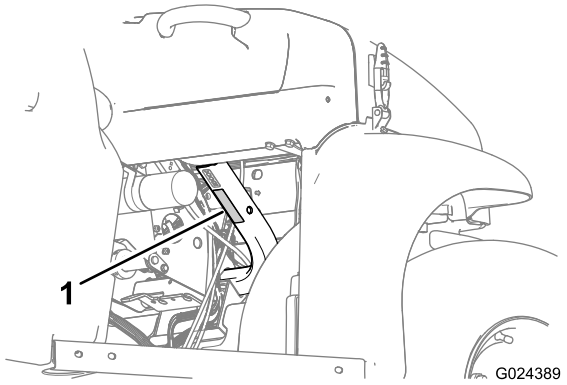

Figura 20
- Osservate la capacità di carico della macchina e limitate il peso del carico da trasportare nel cassone come descritto in Specifiche (pagina 16) e sull'etichetta del peso lordo del veicolo riportata sulla macchina (Figura 20).